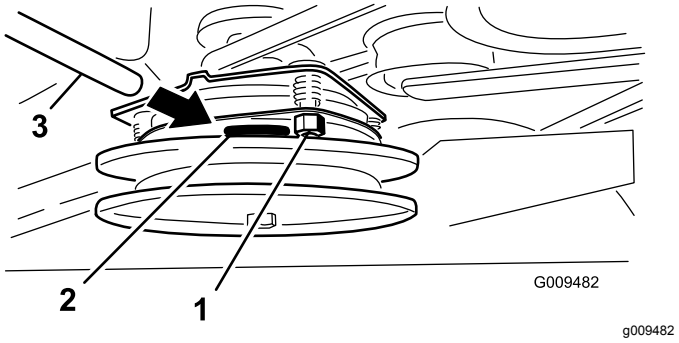

図 58
3. すき間ゲージがかるくはさまれるがまだ楽に動かせる程度までロックナットを締め付ける図 58。